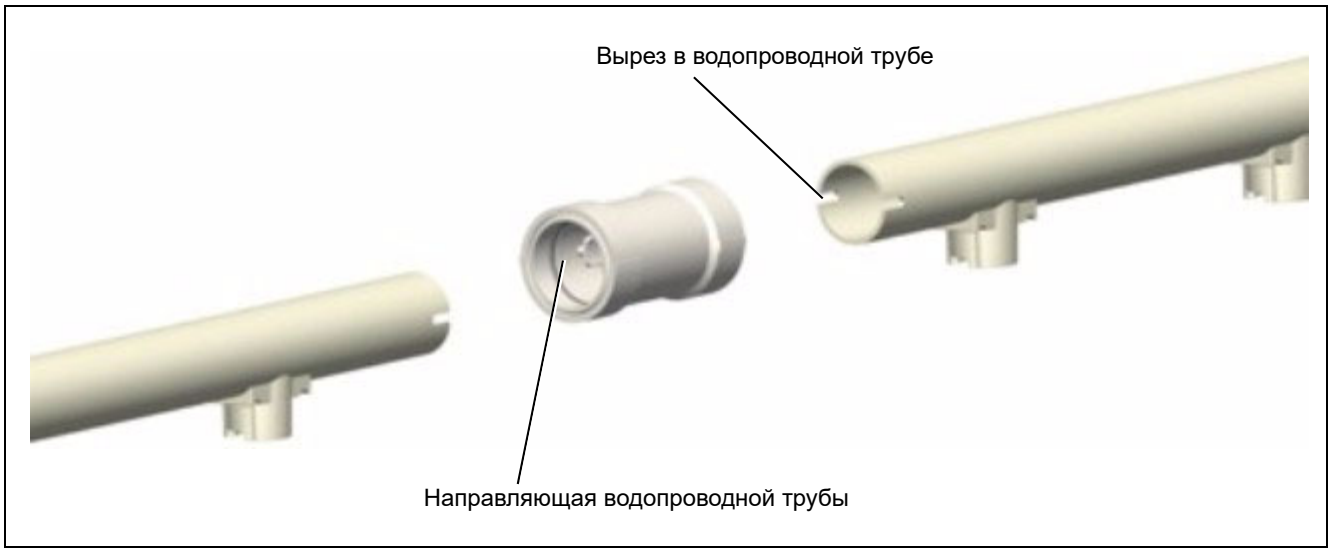

Рисунок 7G
4. Подсоедините оставшиеся водопроводные трубы, выравнивая направляющие, надевая соединительный элемент на предыдущую трубу и вставляя следующий отрезок в соединительный элемент. *(См. Рисунок 7G.)* Повторяйте *Шаг 3 на стр. 23* при установке каждого отрезка водопроводной трубы.